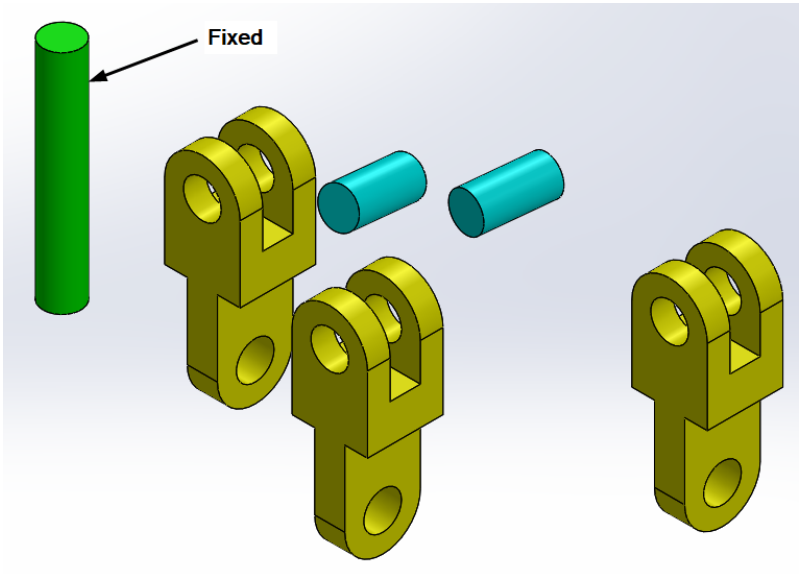
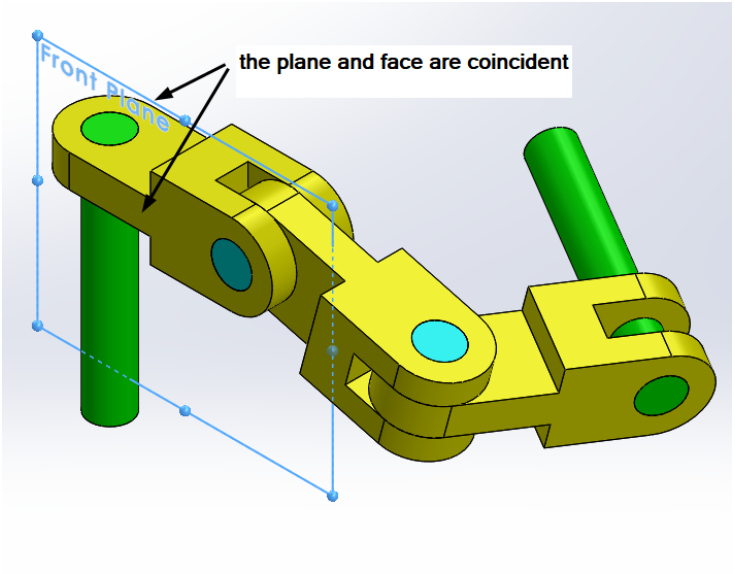

Figure 8 *The parts needed to assemble*
Figure 9 *The final assembly of parts*
In this tutorial, you need to download the file and open *CSW_tut_02.SLDASM* in SOLIDWORKS, as shown in Figure 8. Now, you need to assemble the components, refer to Figures 9 to 11.
2. Now apply the Coincident and Concentric constraints between the parts by using the **Mate** tool, refer to Figure 9.